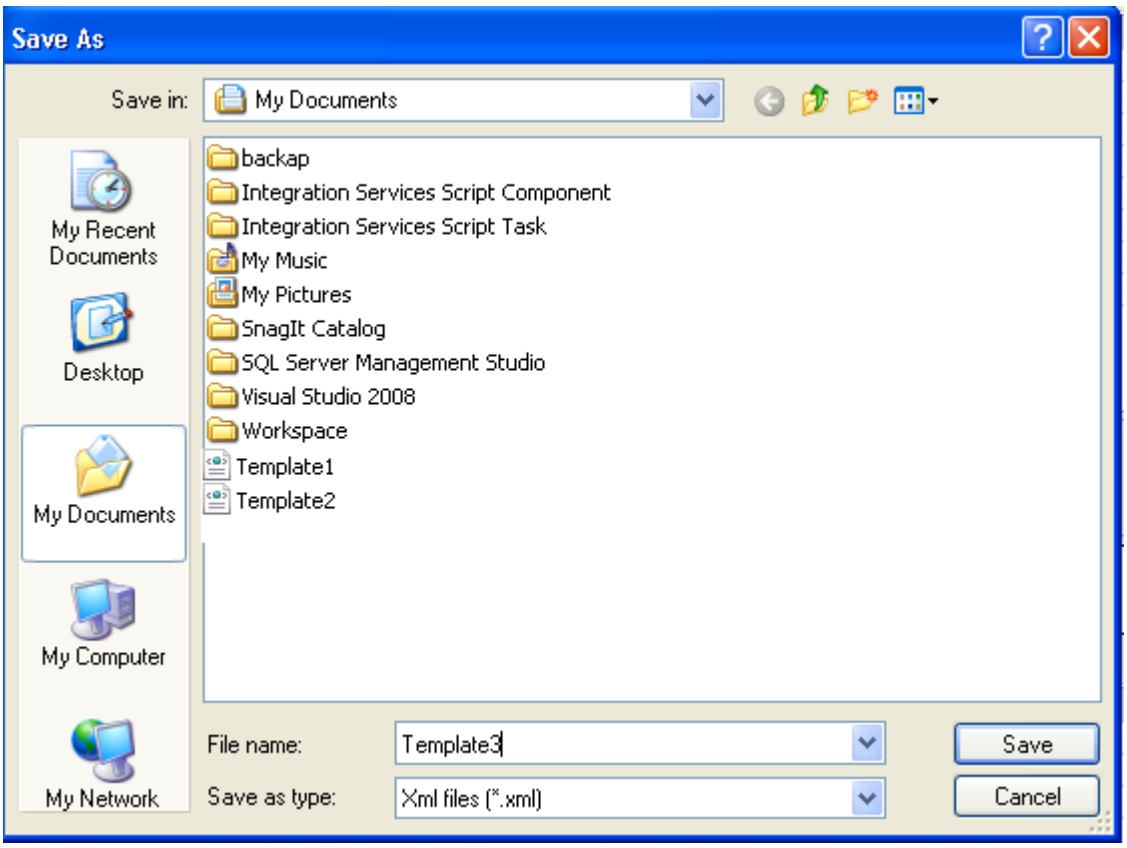

Figure 12.14-11 Selecting the file name and storage directory
6. Name a file and select the storage directory in the appeared window (Figure 12.14-11).
7. Click the “Save” button (Figure 12.14-11).